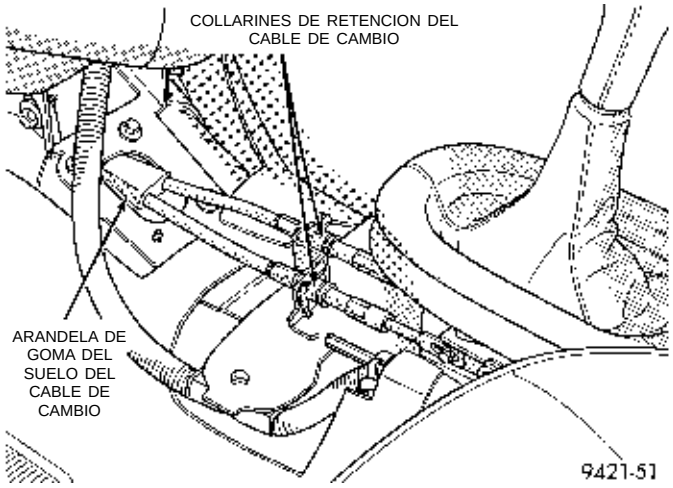

Fig. 13 Collarines de retención del cable
(9) Retire los collarines de retención del cable del cambiador (Fig. 13).